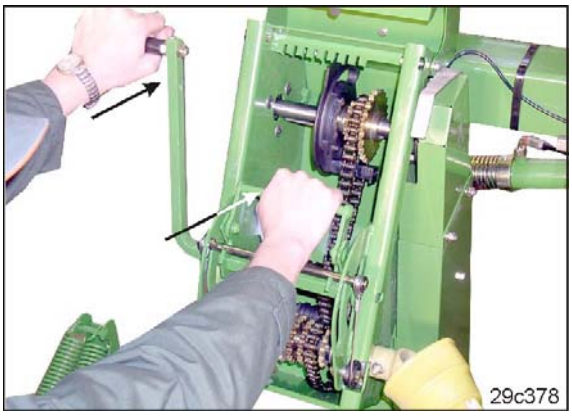

Fig. 89
10. Die Abdrehkurbel und die Klinke gleichzeitig in Pfeilrichtung (Fig. 89) drücken.